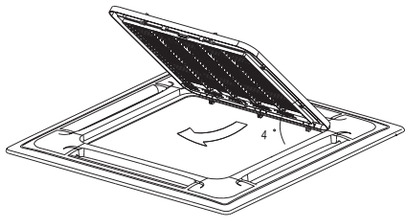

Рис. 4-5
- Приподнимите решетку под углом 45 градусов, а затем снимите её (рис. 4-5).